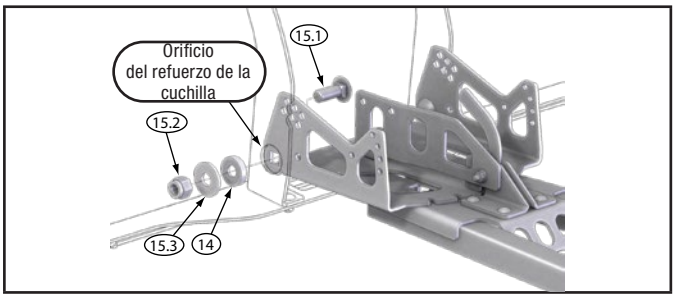

Figura 7 - Conjunto del perno de pivote
5. Coloque la arandela de rodamiento en el orificio del refuerzo de la cuchilla y asegure la cuchilla al sistema del tubo asegurandolo con el perno de carruaje (15.1) de 1½ in. (38.1 mm), arandela plana USS (15.3) y tuerca de seguridad (15.2), como se muestra en la figura 7. Repita en lado derecho.